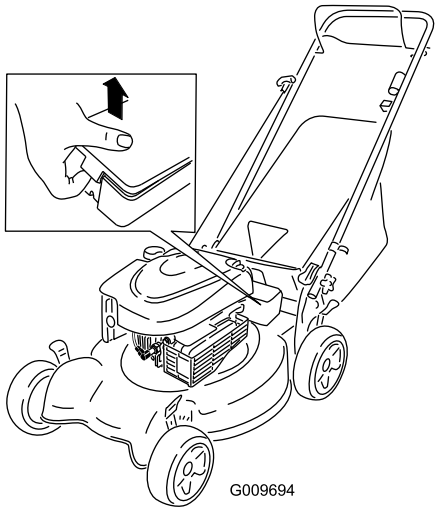

Figuur 25
1. Maak beide uiteinden van het accudeksel los en verwijder dit (Figuur 25).